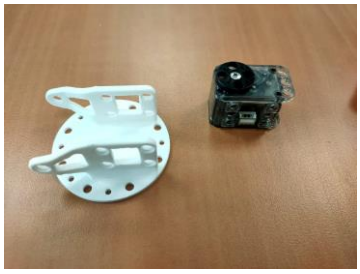

Figure 2 : Les deux pièces à assembler.
2) Il faut riveter le moteur N° 1 au support de base en blanc à l'aide des rivets qui se clipsent (voir Figures 2 et 3).